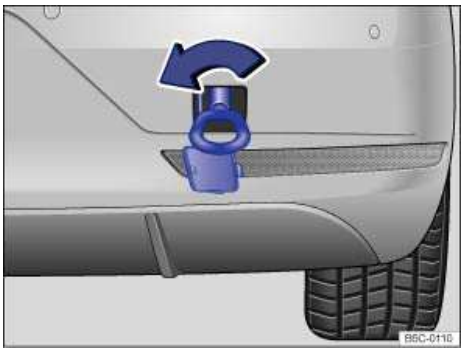

Fig. 179 In the right rear bumper: Installing the towing eye.
There is a threaded hole for the towing eye in the right rear bumper behind a cover ⇒ fig. 179, ⇒ .
- Screw the towing eye **counterclockwise** into the threaded hole as far as it will go (arrow) ⇒fig. 179 ⇒. Use the lug wrench to turn and tighten the towing eye completely and securely.